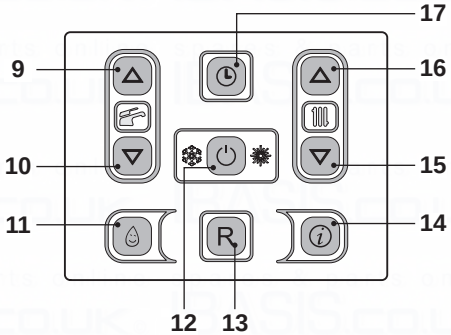

Fig. 2.7
Enter "programming mode" by holding down key 17 for 5 seconds (Fig. 2.7) until the display indicates the ⏲ symbol.
Use keys 15 (decrease) and 16 (increase) Fig. 2.7 to set the time, day and date values, using keys 9 and 10 to move from one parameter to the next.
- Press the key 12 for 2 seconds until both symbol appear on the display Fig. 2.7.
The output temperature of c.h. water can be adjusted by acting on keys 15 (reduce) and 16 (increase) (Fig. 2.7) from a minimum of about 25°C to a maximum of about 85°C. Press one of the two keys once to display the "set" value. Press again to access the modification.
However, if the ambient temperature is not comfortable, the flow temperature of the heating plant can be increased or reduced by ± 15°C by acting on keys 15 (reduce) and 16 (increase) (Fig. 2.7).
The heating temperature of the zone valve controlled by a thermostat is configured on the boiler control panel using keys 15 and 16 Fig. 2.7.